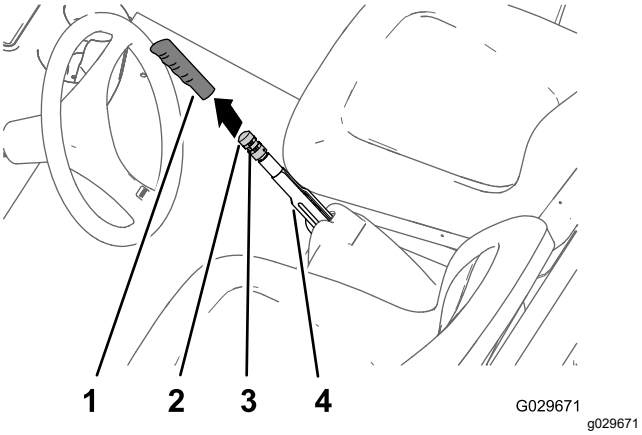

**Figur 67**
1. Ta bort handtagsgreppet från parkeringsbroms-spaken (Figur 67).
2. Lossa ställskruven som håller fast bromsjuste-ringsvredet på parkeringsbromsspaken (Figur 67).
3. Vrid bromsjusteringsvredet tills det når en kraft på 133–156 N för att koppla in parkeringsbromsspaken (Figur 67).
4. Dra åt ställskruven och montera handtagsgreppet (Figur 67).
2. Lossa ställskruven (Figur 67) som håller fast bromsjusteringsvredet på parkeringsbromsspaken, koppla ur parkeringsbromsen och lossa bromsjusteringsvredet.
5. Vrid bromsjusteringsvredet (Figur 67) tills en kraft på 133–156 N krävs för att koppla in parkeringsbromsspaken.
C. Vrid bromsjusteringsvredet (Figur 67) så att det behövs en kraft på 133–156 N för att koppla in parkeringsbromsspaken.
- Dra åt ställskruven och montera handtagsgreppet (Figur 67).